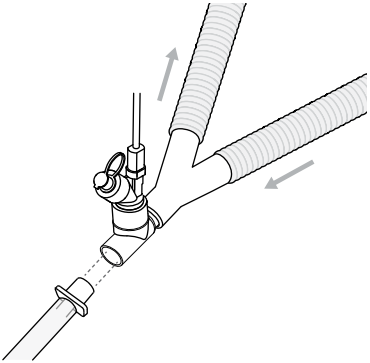

Abbildung 8. Der Aerogen Solo kann zwischen dem Y-Anschlussstück und dem Endotrachealschlauch angebracht werden.
3. Der Aerogen Solo kann, wie in Abbildung 8 gezeigt, zwischen dem Y-Anschlussstück und dem Endotrachealschlauch angebracht werden. Der Aerogen Solo kann zusammen mit einem Wärme-/Feuchtigkeitsaustauscher (HME) mit Filter verwendet werden.